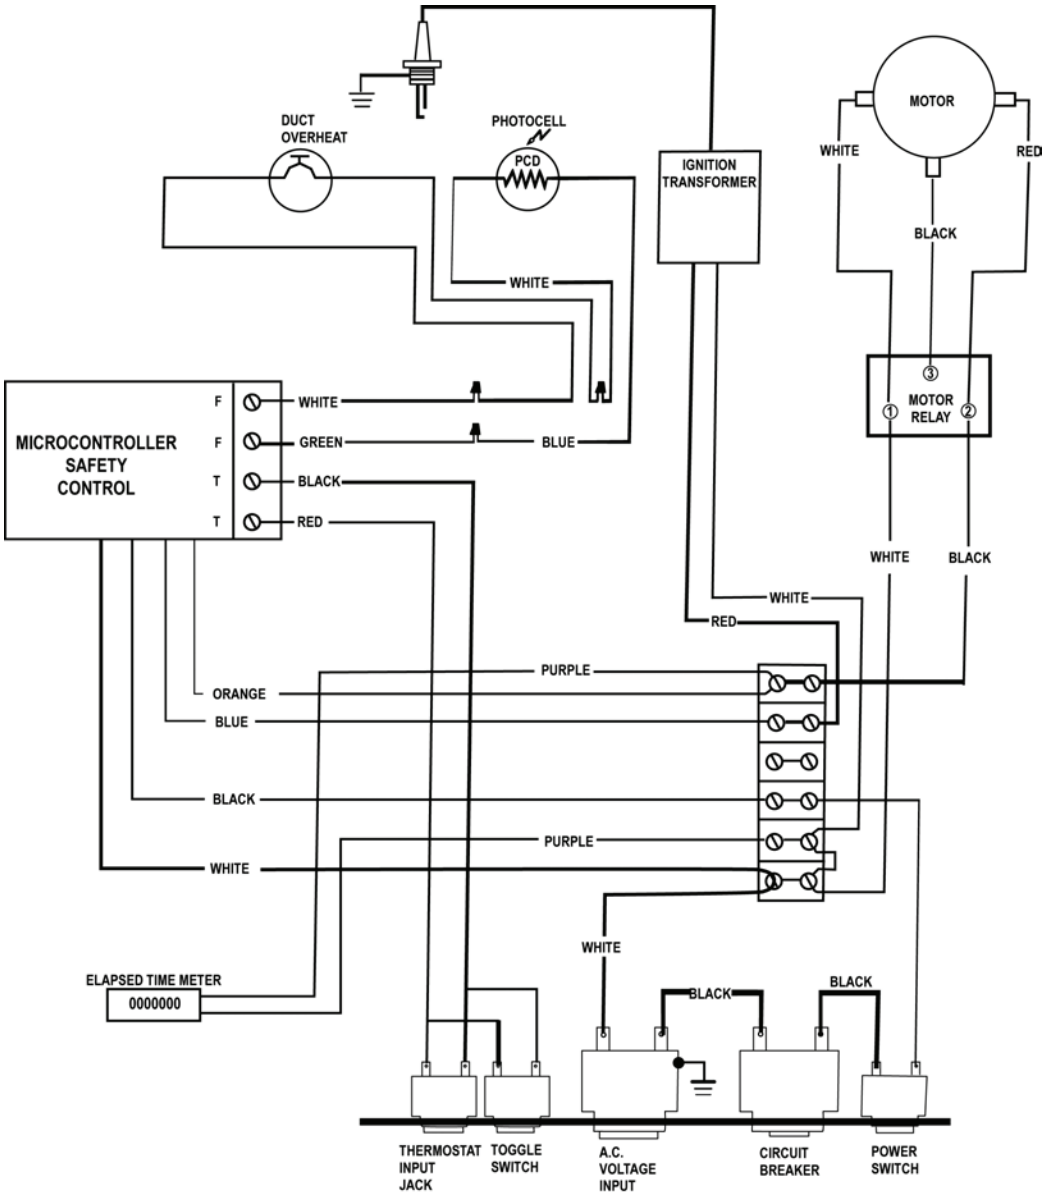

Figure 12. Diesel Heater Safety Control Wiring Diagram.
b. Connect the four safety control wires to the distribution bar as shown in the wiring diagram in Figure 12.
d. Connect the four tagged wires to the terminals on the new safety control assembly as shown in the wiring diagram in Figure 12.